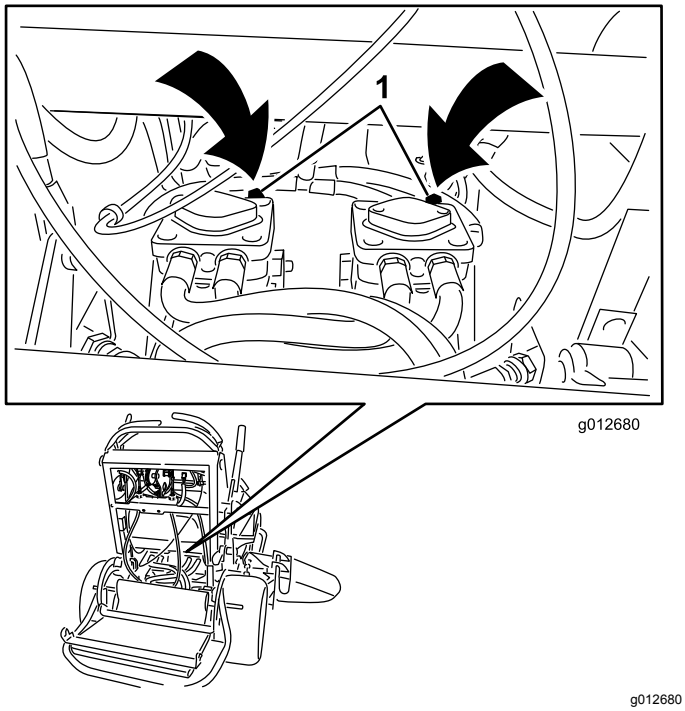

Figur 27
3. Åbn omløbsventilen på begge pumper ved at dreje dem 1 til 2 omgange mod uret (Figur 27).